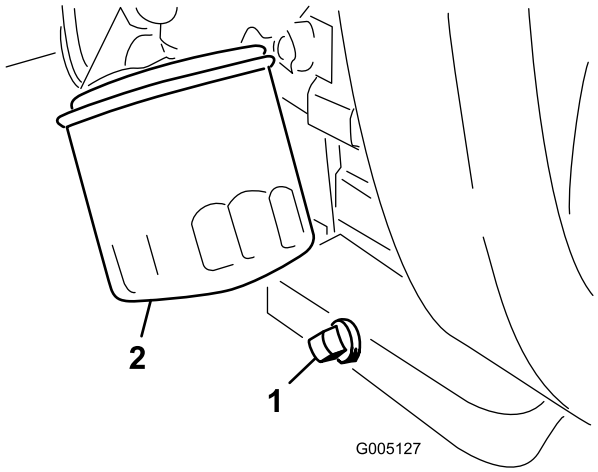

Figuur 43
1. Verwijder de aftapplug (Figuur 43) en laat de olie in een opvangbak lopen. Als er geen olie meer naar buiten stroomt, plaatst u de aftapplug terug.
2. Verwijder het oliefilter (Figuur 43). Smeer een dun laagje schone olie op de pakking van het filter.